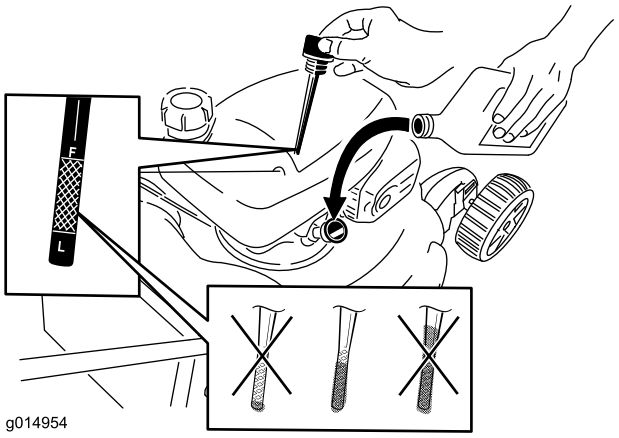

Figur 6
2. Ta ut oljestickan (Figur 6) och häll på olja i påfyllningsröret till ungefär 3/4 av vevhusets oljekapacitet.
5. Ta ut oljestickan och läs av oljenivån, se Figur 6.
- Om oljenivån är för låg fyller du sakta på lite olja i oljepåfyllningsröret och upprepar sedan steg 3 till 5 tills korrekt oljenivå har uppnåtts enligt Figur 6.